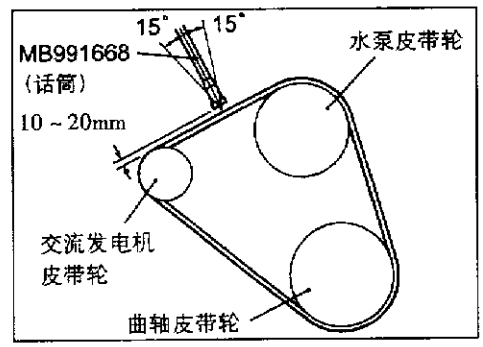

图 2－1－3
③把点火开关置于 ON，在 MUT－Ⅱ的菜单画面上选择“测量皮带张力”。标准值：294～490N。
④如图 2－1－3 所示，将话筒放在离开皮带轮间的中央部(箭头部)背面 10～20mm 的位置，并使它与皮带轮保持垂直(约倾斜小于 15°)。